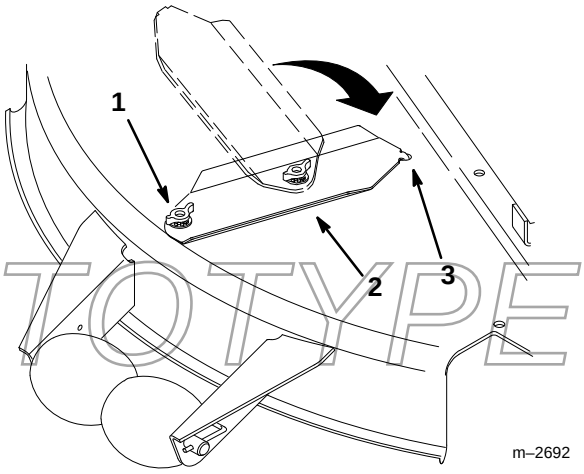

Figure 33
7. Slide the wing nut and front cover shaft to the “OPEN” position on the deck to swing the front cover to the side discharge position (Fig. 33).
8. Insert the tab on the end of the slot cover back into the slot in the deck (180 degrees from its original position), then tighten the wing nut on the front cover shaft (Fig. 33).